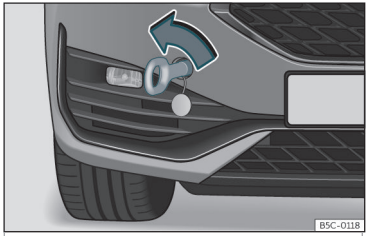

Fig. 44 Paraurti anteriore destro: occhiello di traino avvitato.
- Avvitare l'occhiello di traino nell'alloggiamento, ruotandolo fino in fondo **in senso antiorario**››› **fig. 44** ››› ❶. Utilizzare un oggetto idoneo per avvitare completamente e saldamente l'occhiello di traino nel suo alloggiamento.